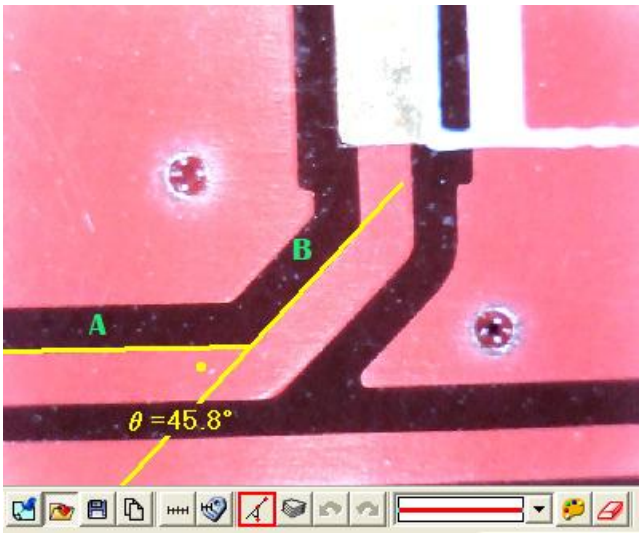

Fig 5-69 3 Points Fillet
(8) 3 Points Fillet: Measure charm and use . Draw first line on the angle (see line A) and press the left mouse button to drag a line on the other side of the angle (See line B) to calculate the chamfer. See Fig 5-69. There is a small dot inside the chamfer and shows 45.8^{o}.